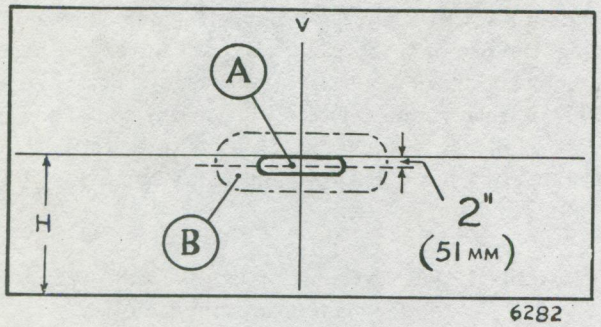
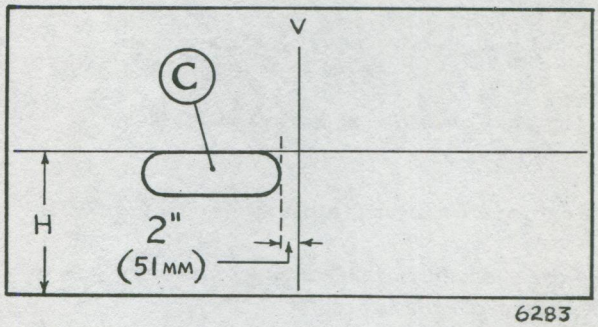

Fig. 30. *Setting diagram for inner lamps—Series III onwards*
Fig. 31. *Setting diagram for outer lamps—Series III onwards*
If the use of neither type of beam setter is available, a fair degree of accuracy can be attained by the use of aiming boards (Refer to Figs. 30 to 33) which are positioned at a distance of 25ft. (7·62 m.) from the front of the vehicle and parallel with the rear axle—the floor being flat and level with the base of the aiming board. For 2A lamps which have renewable bulbs fitted, either the special optical-type beam setter (see above) or the aiming board method can be employed.
(3) Either load the car with two adults or simulate this load by adding weights to the car.
(4) Remove the bezel from the headlamps.
(5) Clean the glass of the inboard lamp.
(6) Adjustment is to be commenced at one inboard lamp; mask the remaining lamps.
(7) Turn the adjusting screws inwards to their full extent.
(8) With the lamp illuminated in the main beam condition, turn the adjusting screws anti-clockwise as necessary until the required setting is achieved (Refer to Fig. 30).
(9) Remove the mask from the adjacent outboard lamp and mask the inboard lamp.
(10) Clean the glass of the outboard lamp.
(11) Turn the outboard lamp adjusting screws inwards to their full extent.
(12) With the lamp illuminated in the dipped condition, turn the adjusting screws anti-clockwise as necessary until the required setting is achieved (Refer to Figs. 31, 32 and 33).
(13) Carefully refit the headlamp bezel without disturbing the setting.
(14) Re-check the setting of both the lamps.
(15) Repeat ops. (3) to (14) for the remaining lamps.